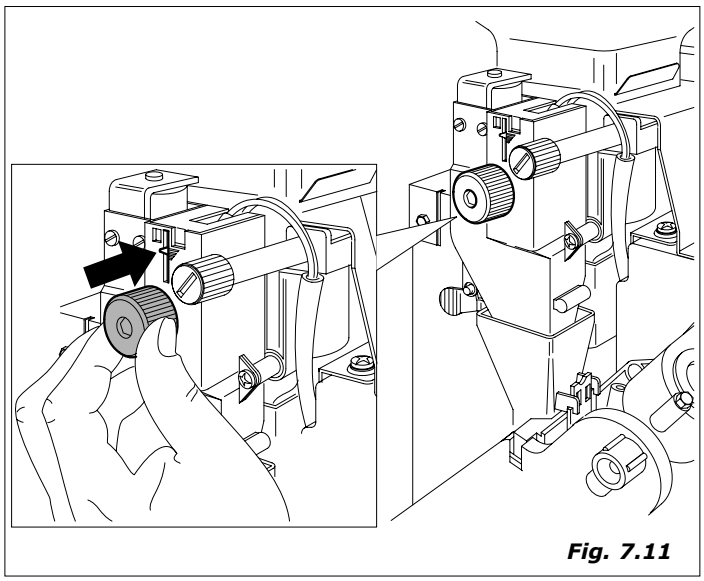

Fig. 7.11
- ***Gramatura do café moido.*** Variar a quantidade acionando a manopola sobre o dosador (Fig.7.11).